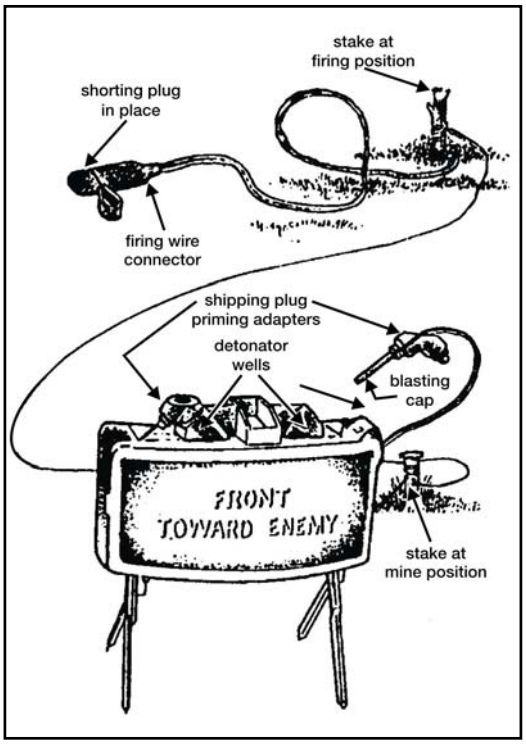

Figure 071-325-4425-11. Arming the mine
d. Pull the excess wire through the slotted end of the adapter until the top of the blasting cap is firmly seated in the bottom portion of the shipping plug priming adapter (figure 071-325-4425-11).